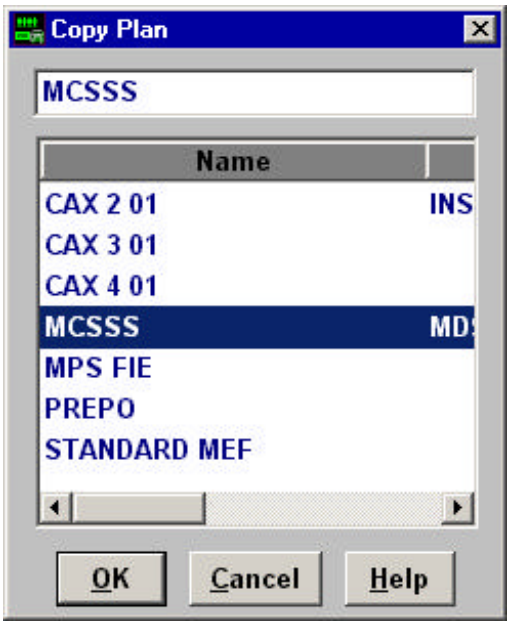

Figure 11.
STEP 1. Select **Copy Plan** from the **File** menu. You will see a list box which lists plans currently maintained in the database. (see Figure 11.)